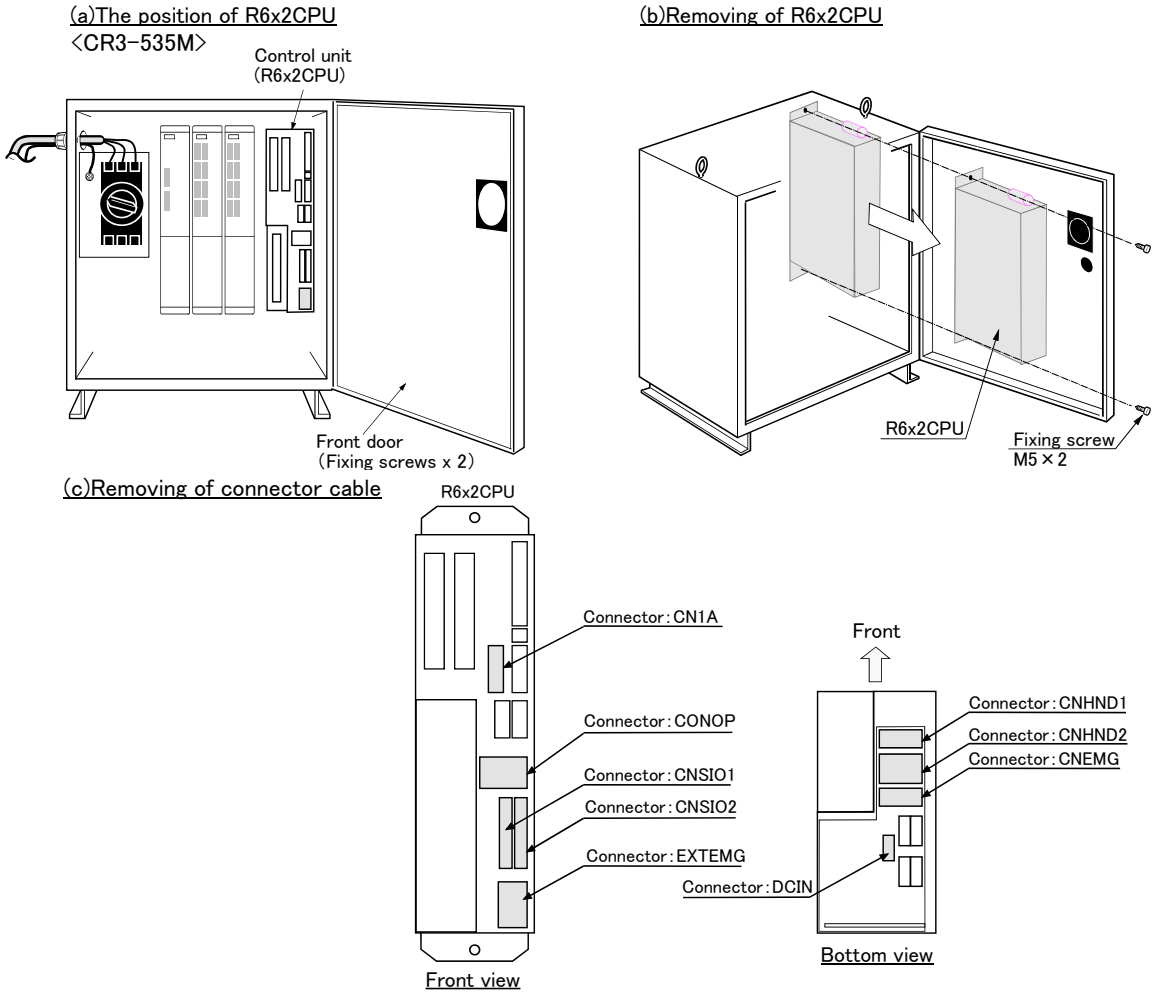

Fig.3-1 : Removing the R6x2CPU
(1) Wait at least three minutes after turning the power OFF, then loosen the fixing screws on the controller front door, and open the front door.
(2) Remove the two M5 screws (top/bottom) fixing the R6x2CPU, and then pull out the R6x2CPU. Take care not to pull the cables at this time.
(3) Disconnect the connectors and FG cable connected to the R6x2CPU, and pull out the unit. The connectors and terminal block to be disconnected are shown in Fig. 3-1 (c)